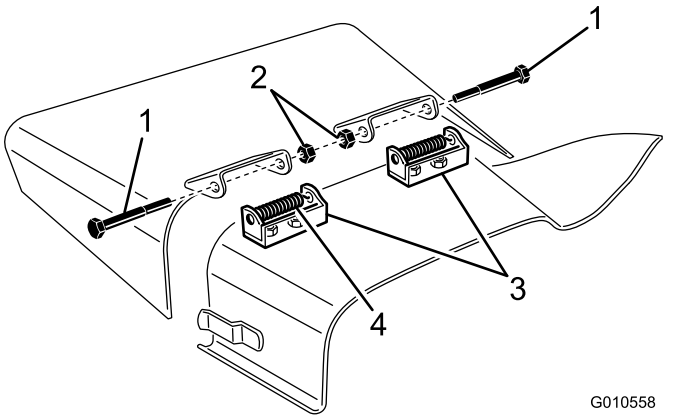

Figuur 31
4. Verwijder de 2 inbusbouten, borgmoeren en veren waarmee de bevestigingen van de grasgeleider vastzitten op de draaibeugels (Figuur 31).
5. Om de draaibeugels te verwijderen, verwijdert u de slotbouten en moeren (Figuur 31).